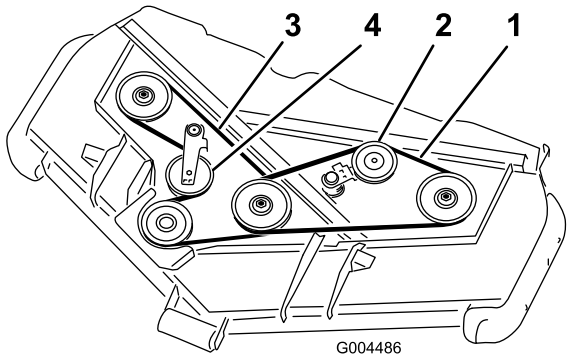

Figura 58
3. Con una barra idonea o uno strumento simile, allontanate la puleggia tendicinghia superiore (Figura 58) dalla cinghia di trasmissione superiore, per rilasciare la tensione della cinghia e toglierla dalle pulegge.
4. Montate la nuova cinghia attorno alla puleggia degli ingranaggi, alle pulegge del perno inferiore e alla puleggia tendicinghia, come illustrato nella Figura 58.
5. Montate la nuova cinghia attorno alle pulegge del perno superiore e alla puleggia tendicinghia, come illustrato nella Figura 58.